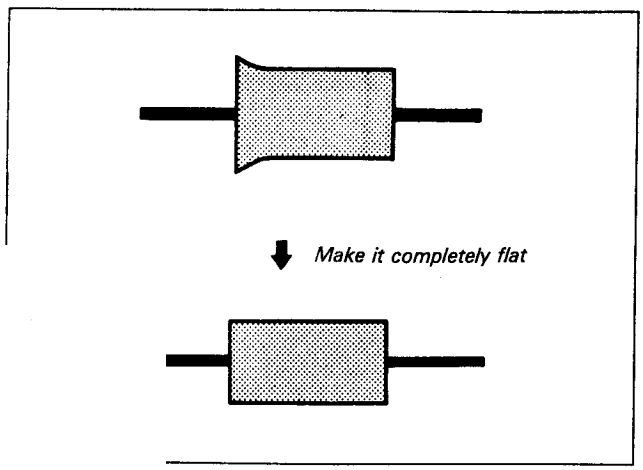

*Fig. 7-72.*
6) Flatten the waveform with No.3 guide. (See Fig. 7-72.)